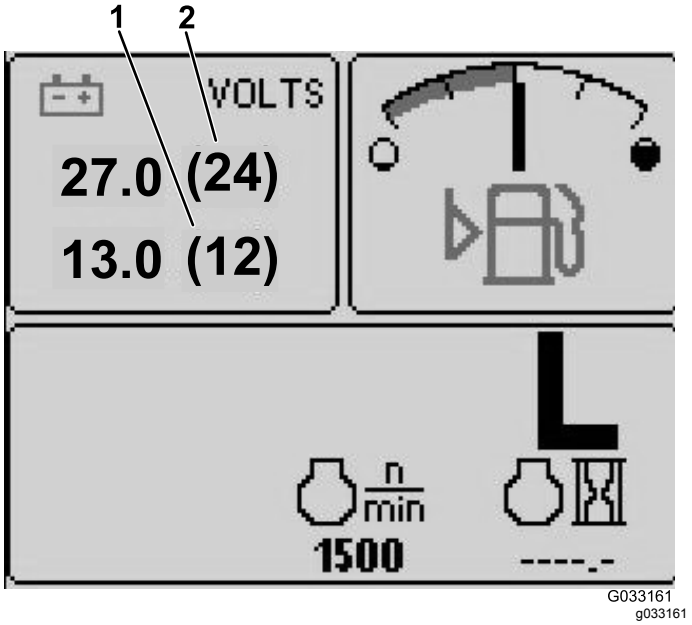

Figur 17
- Indikator for 12 V batterispenning – øvre, venstre skjerm (Figur 17)
- Indikator for 24 V batterispenning – øvre, venstre skjerm (Figur 17)
Denne skjermen viser både 12 V og 24 V batterispenning (Figur 17).